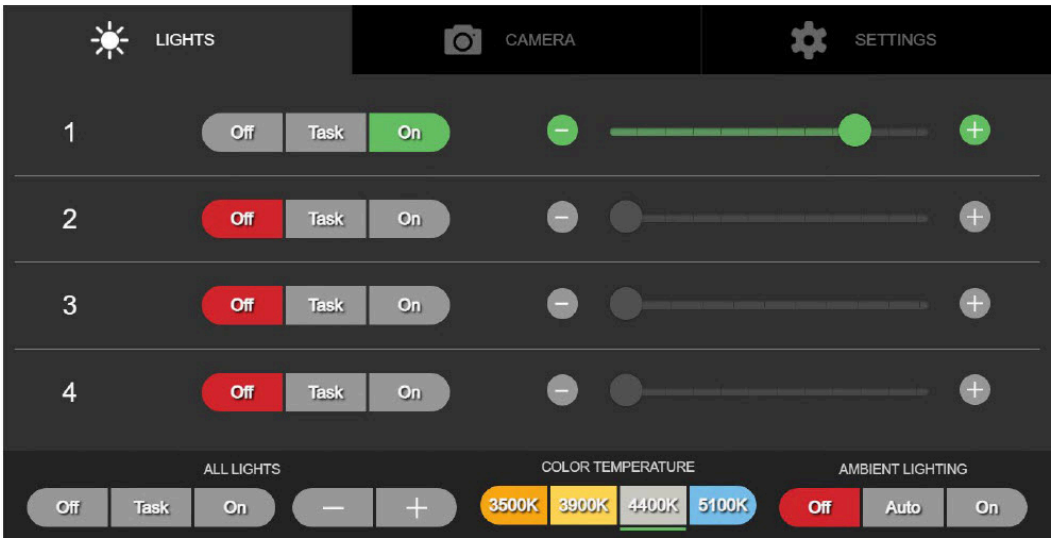

Figure 6-5. Augmentation ou diminution de l'intensité des éclairages à l'aide du curseur
2. Chaque coupole peut être réglée de l'intensité 0 (Arrêt) à l'intensité 10 (intensité maximale) à l'aide du curseur. Un curseur permet de régler chaque coupole individuellement. Voir *Figure 6-5*.
3. À gauche et à droite de chaque curseur se trouvent respectivement des boutons (-) et (+). Ces boutons permettent de parcourir les intensités sur le curseur dans l'ordre. Voir *Figure 6-5*.